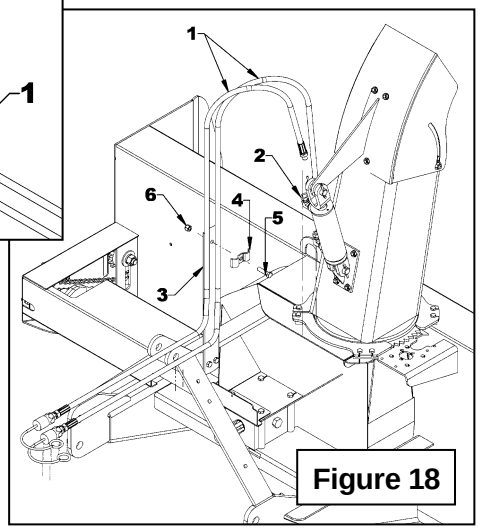

Figure 18
NOTE: The Figure 18 is a suggested presentation for hose routing. In that way, it prevents the hoses from getting clamped in the chute gear. However, other ways are also possible. In any way, make sure there is enough play in the hoses for the chute to rotate freely from left to right without forcing on hoses.
12. **Figure 18: NOT INCLUDED:** Run hoses on the snowblower with suitable bend, staying away from sharp edges, nor compromise the snowblower maintenance. Attach to the hose support (item 3) with a hose clamp (item 4), a 3/8’’NC x 1 1/2’’ bolt (item 5) and a 3/8"NC nylon insert locknut (item 6).